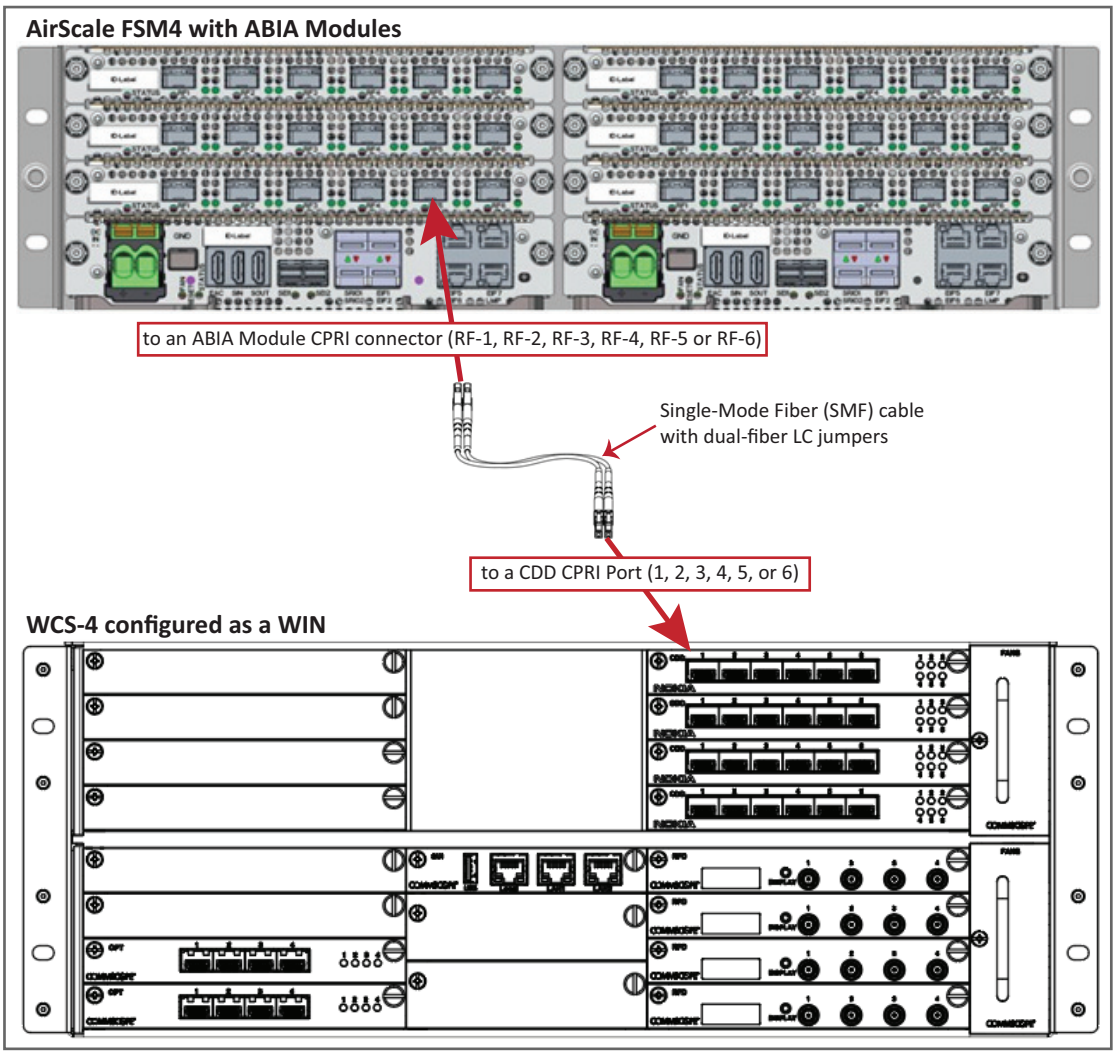

Figure 15. CDD Card in a WIN Connecting to a BBU
- For WIN installations, see Figure 15 on page 79.